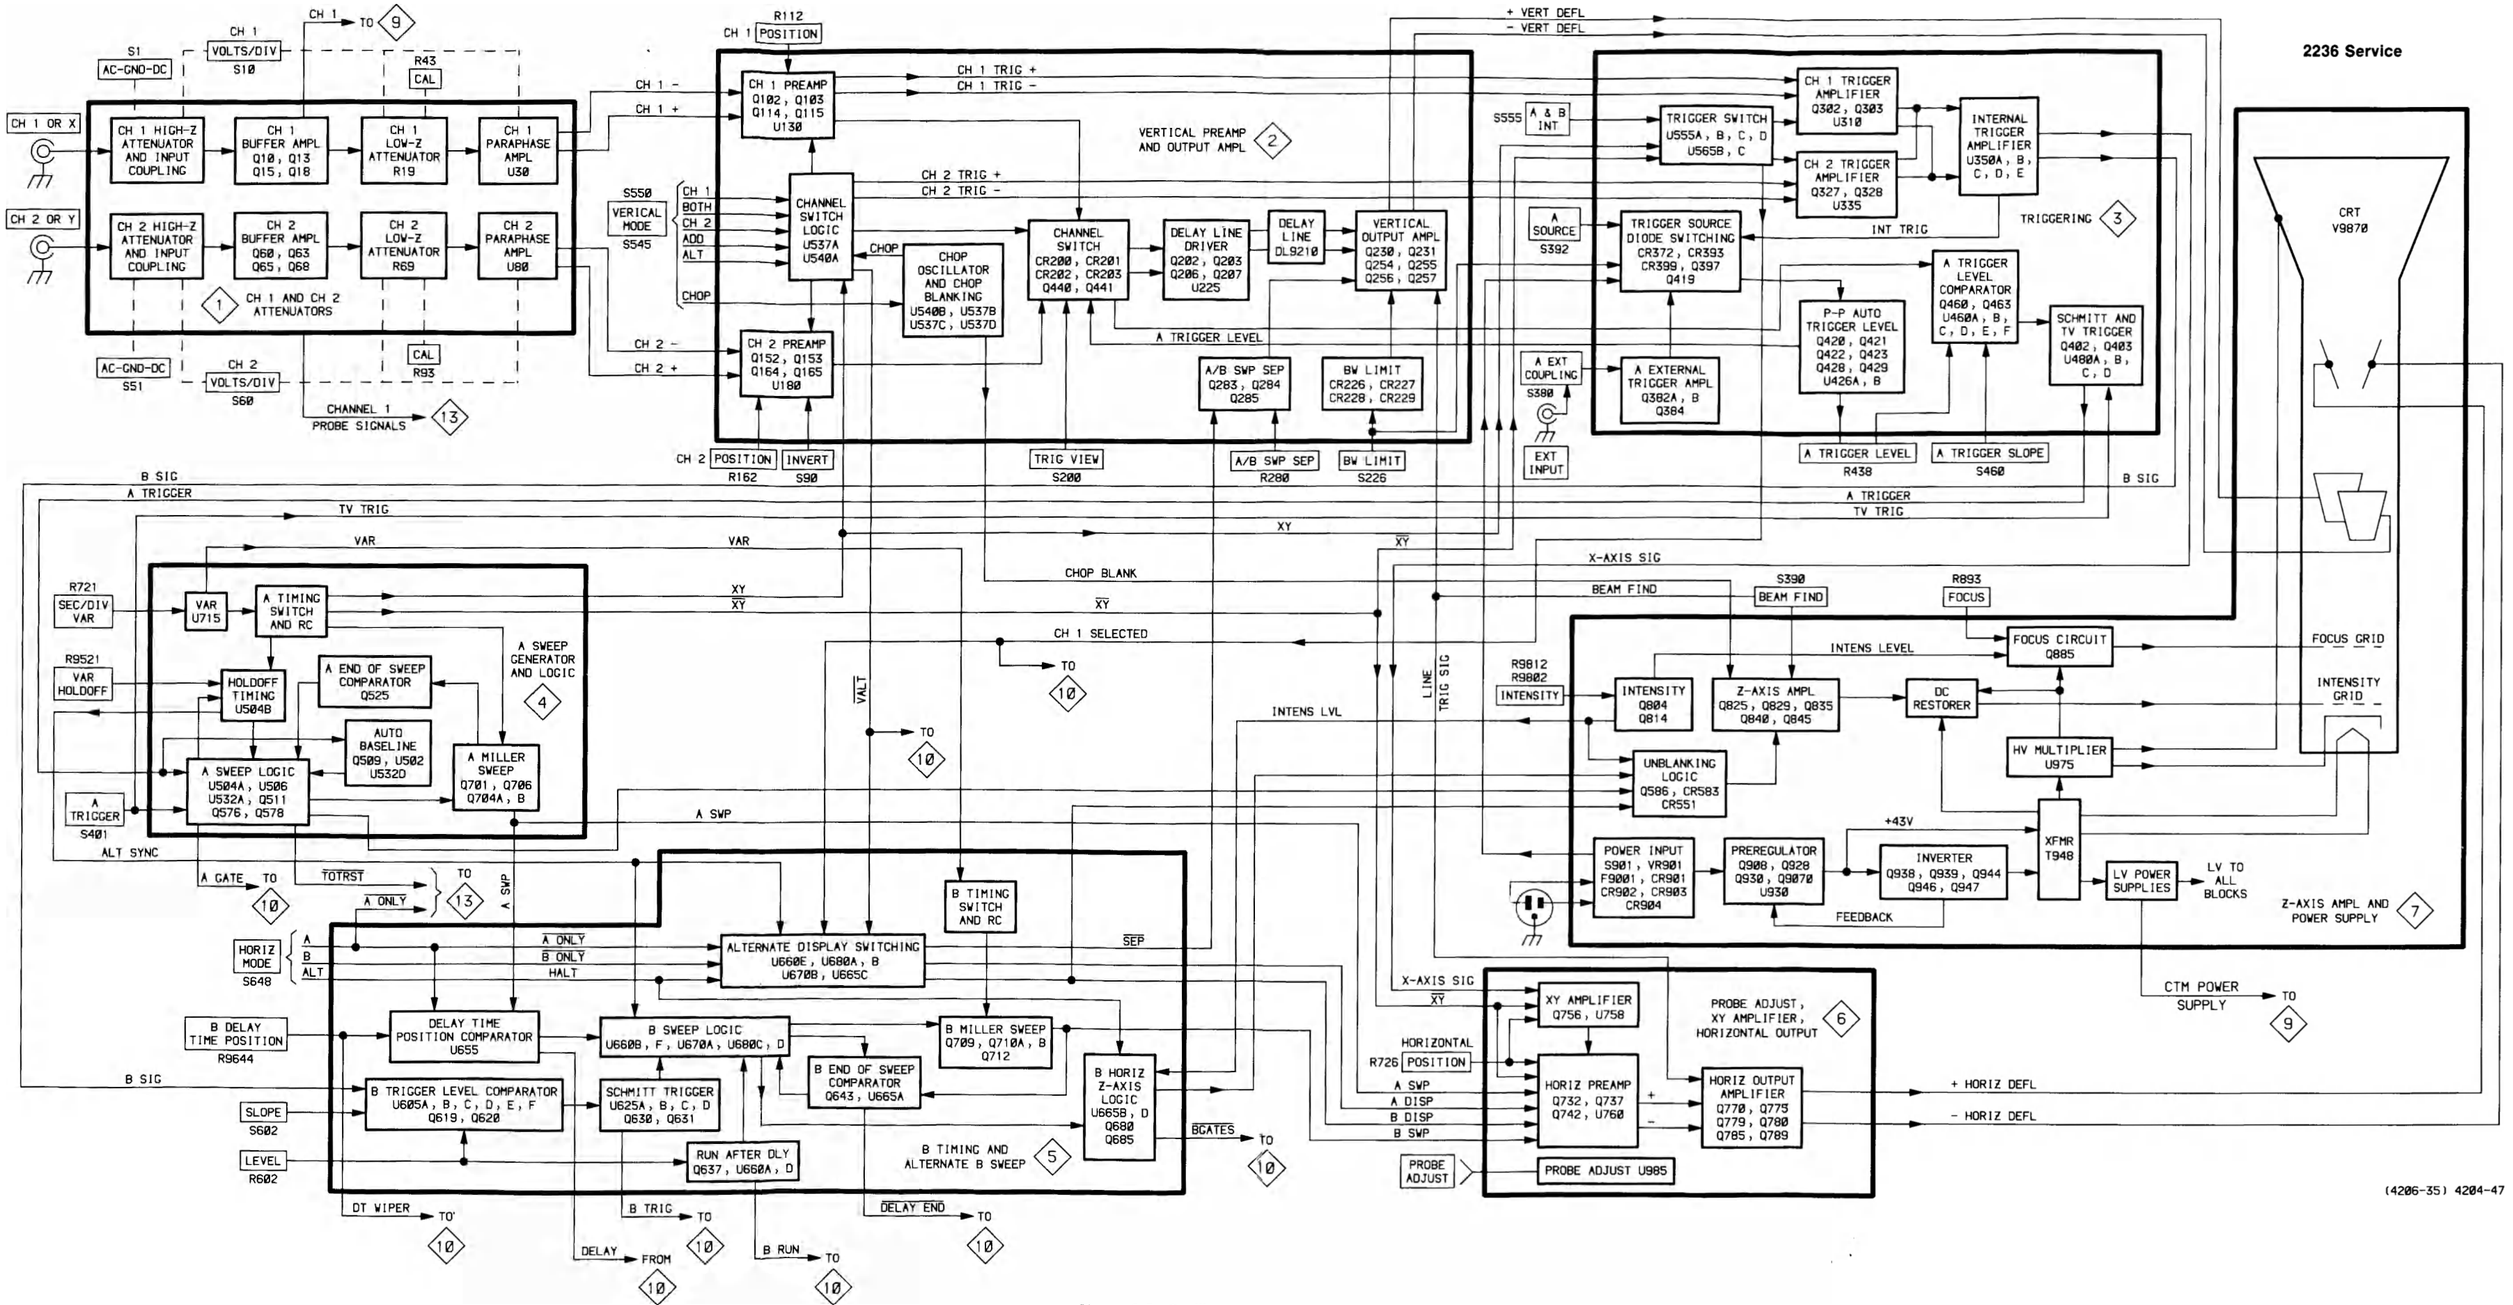

Figure 9-5. Oscilloscope detailed block diagram.
a. Identify the particular circuit board that the component is located on by using the Circuit Board Location illustration (Figure 9-5) to determine the Assembly Number.